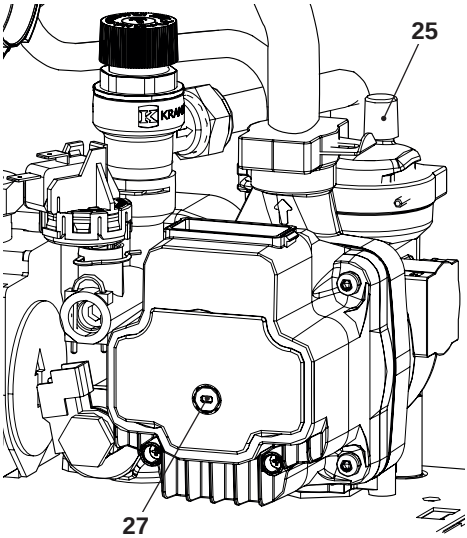

Figura 6.3
- Svitare il tappo della valvola di sfiato automatica 25 in Figura 6.3.
- Togliere il tappo 27 in Figura 6.3 e sbloccare la pompa ruotando il rotore con un cacciavite.